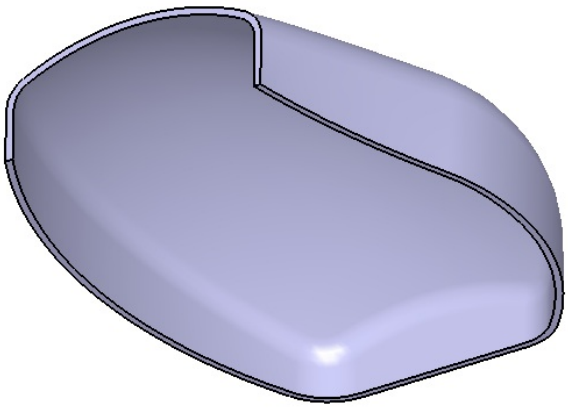

Figure 9-92 *Final model of the Mouse Cover*
d. Shell the model by removing the front and bottom faces of the model, refer to Figure 9-92.
5. Shell the model by 3 units by removing its front and bottom faces by using the **Shell** tool. The final model is shown in Figure 9-92.